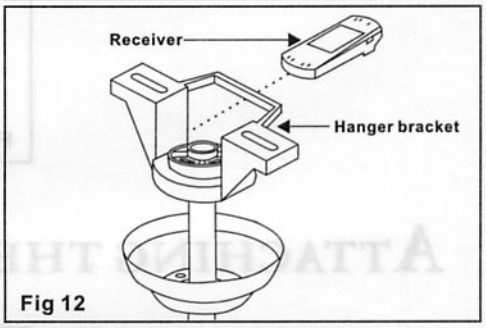

Fig 12
Step 1. (Fig. 12) Insert the receiver unit into the hanger bracket with the flat side of the receiver facing the ceiling.